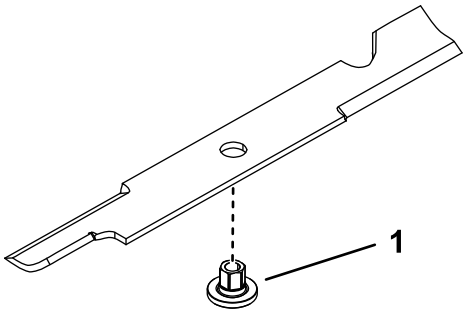

Bild 79
1. Montieren Sie eine Buchse durch das Messer, wobei der Bund der Buchse auf der unteren (Gras-)Seite des Messers liegen muss (Bild 79).